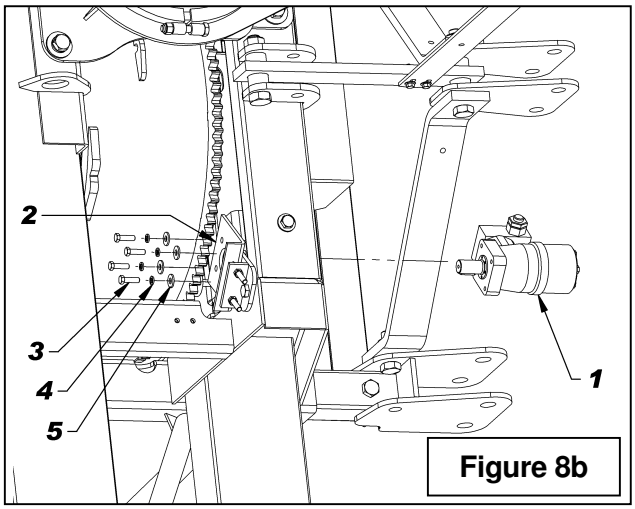
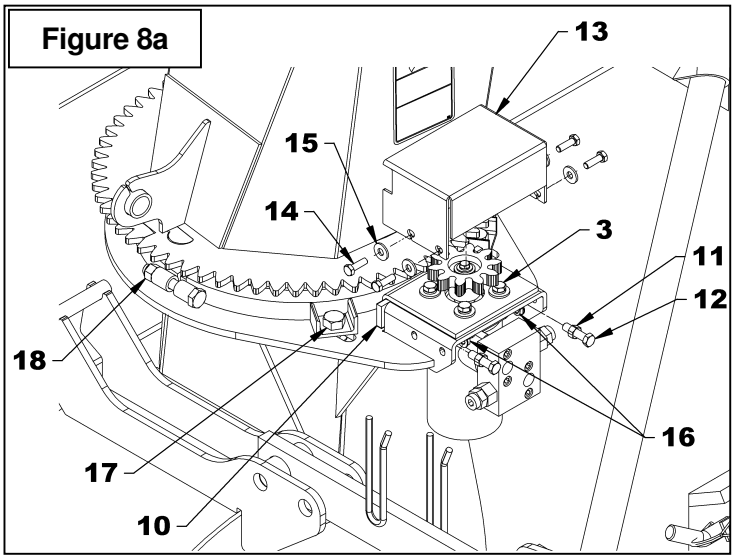

Figure 8b
Figure 8a
4. **Figure 8a:** Adjust the distance between the chute gear and the motor gear according to the following step:
- **A.** Slightly unscrew the two bolts (item 17) that hold the retaining plate.
- **B.** Screw the two nuts (item 18) simultaneously until the distance between the retaining plates and the chute base is leveled.
- **C.** Retighten the bolts (item 17) according to the ***"Torque Specification Table"***. located at the end of the manual.
- **D.** Adjust the gears to a distance between 1/32" and 1/16" by screwing the two bolts (item 12). Secure with the nuts (item 11) moving them against the anchoring flat bar (item 10). Tighten the four bolts (item 3) at 30 lbs-ft (41 N-M).
5. **Figure 8b:** Remove the gear and one of the four 3/8"NC x 1 1/4" bolts (item 3) holding the motor, apply Loctite® 243 on the bolt threads and tighten at 33 ft-lb (45 N-M). Repeat the same procedure with the other three bolts..
6. **Figure 8a:** Reinstall the gear and the cover (item 13) with four 5/16" x 1" bolts (item 14), 3/8" flat washers (item 15) on the outside and 5/16" serrated flange nuts (item 16) on the inside. Tighten according to the ***"Torque Specification Table"***.